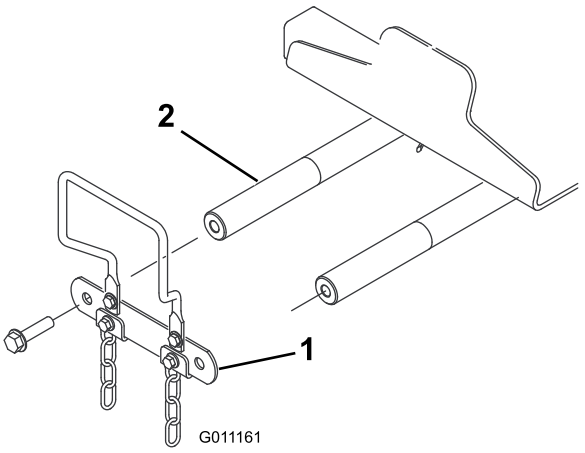

Figur 13
1. Fjern de 2 bolte, der fæstner løftearmens drejeakselled til løftearmens drejeaksler. Fjern og gem drejeakselledet og boltene (Figur 13).